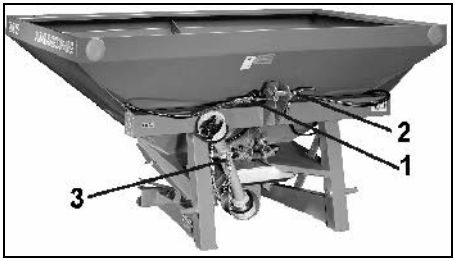

Rys. 16
- Przewody łączące hydrauliki (Rys. 16/1 i Rys. 16/2) włożyć w przewidziane do tego celu uchwyty.
- Wałek przekaźnikowy (Rys. 16/3) położyć w uchwycie (patrz ilustracja).